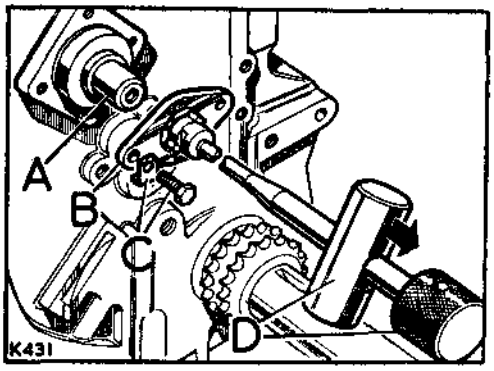

**Fig. A1-145. Removing the camshaft**
3. When satisfactory, remove the chainwheel and lock the thrust plate fixings with the lock tabs. Refit the camshaft chainwheel, Fig. A1-145 refers.